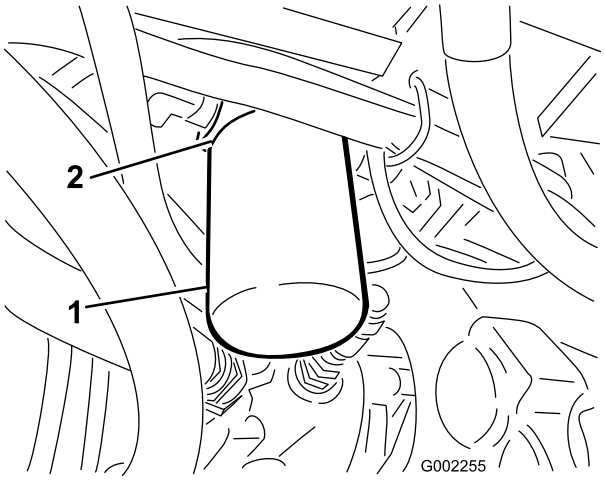

Bild 59
2. Reinigen Sie den Anbaubereich des Filters (Bild 59).
4. Entfernen Sie den Filter (Bild 59).
5. Fetten Sie die Dichtung des neuen Filters ein (Bild 59).